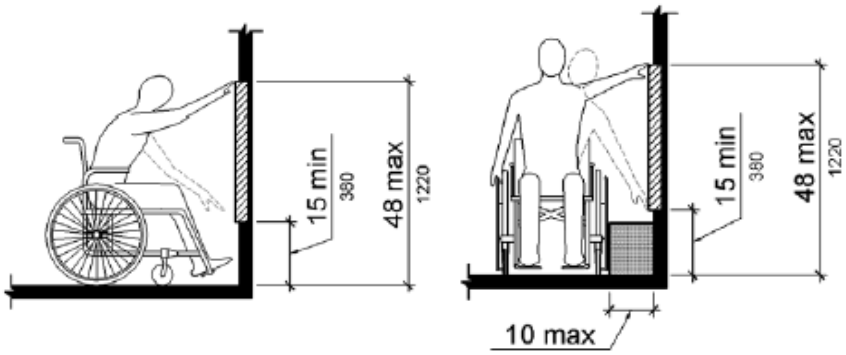

Figure 2-5 Unobstructed Reach Range
- The unobstructed minimum vertical reach range is 15” and maximum is 48” above the floor, as shown in Figure 2.5.